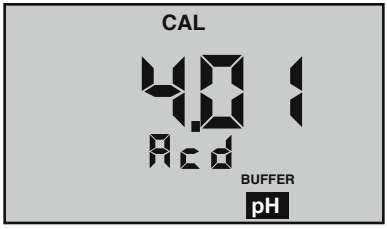

Figure 7
2. At this point the "**CAL**", "**BUFFER**" and "**Acd**" or "**bAS**" annunciators will be displayed (see Figures 7 and 8).